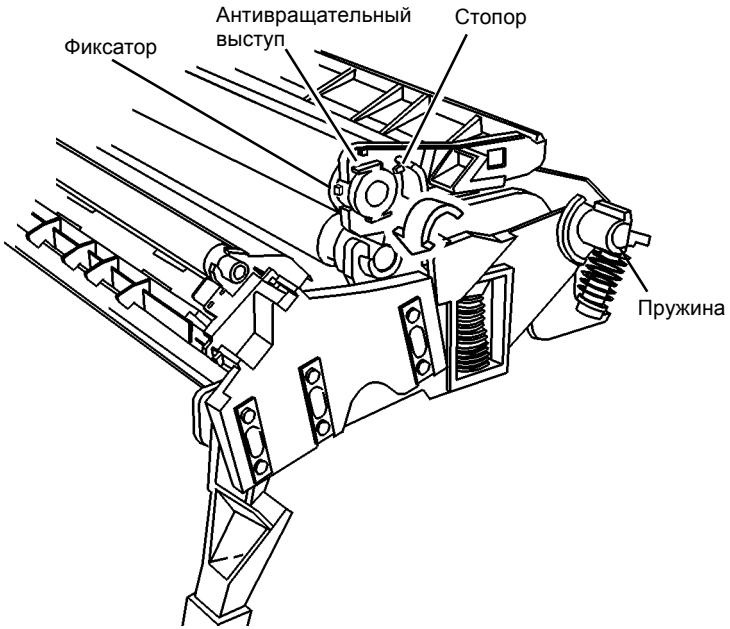

Рисунок 3 Снятие валика регистрации
7. Снимите валик регистрации (Рисунок 3).